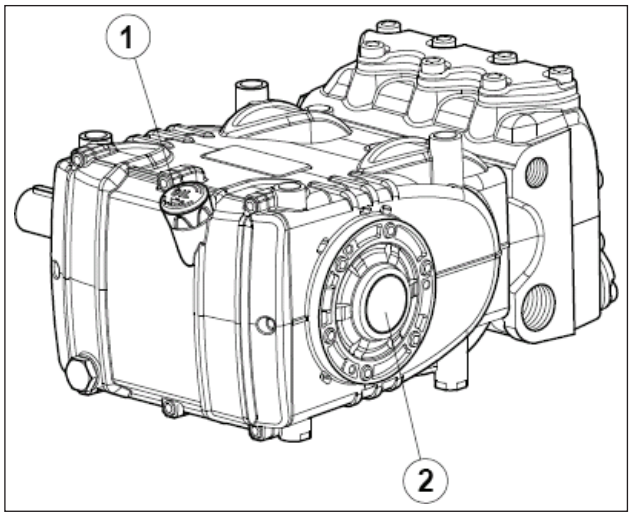

图14
5. 泵壳体中的油达到所需油位，可通过专用油位尺(①,图14)和油位指示器(②,图14)检查。